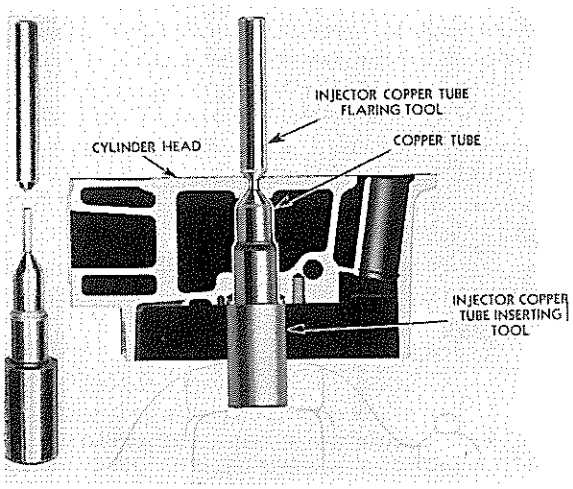

FIG. 27
3. After driving tube into position, support driving tool in vise, point up and inside of tube. Slide flaring tool down over small end of driver tool and peen lower end of tube into flare of cylinder head by rotating the flaring tool. See Fig. 27.